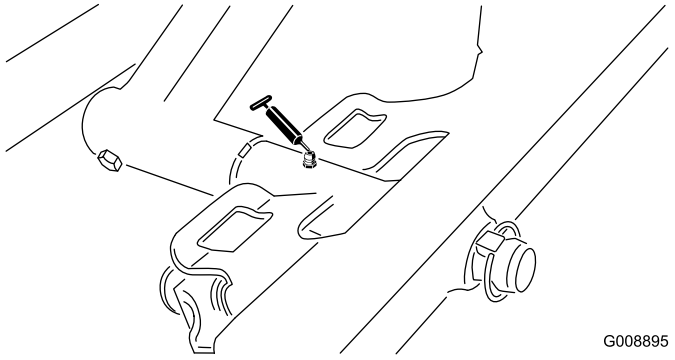

**Figur 31**
- Främre klippenhetstapp (Figur 31)